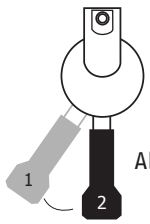

Abb. 6a
5. Spannen Sie nun den Siebträger waagerecht in die Brühgruppe ein (siehe Abb. 6a.) und drehen ihn nach rechts fest. Der Siebträger sollte nun in einem 90°– Winkel zur Maschine stehen.